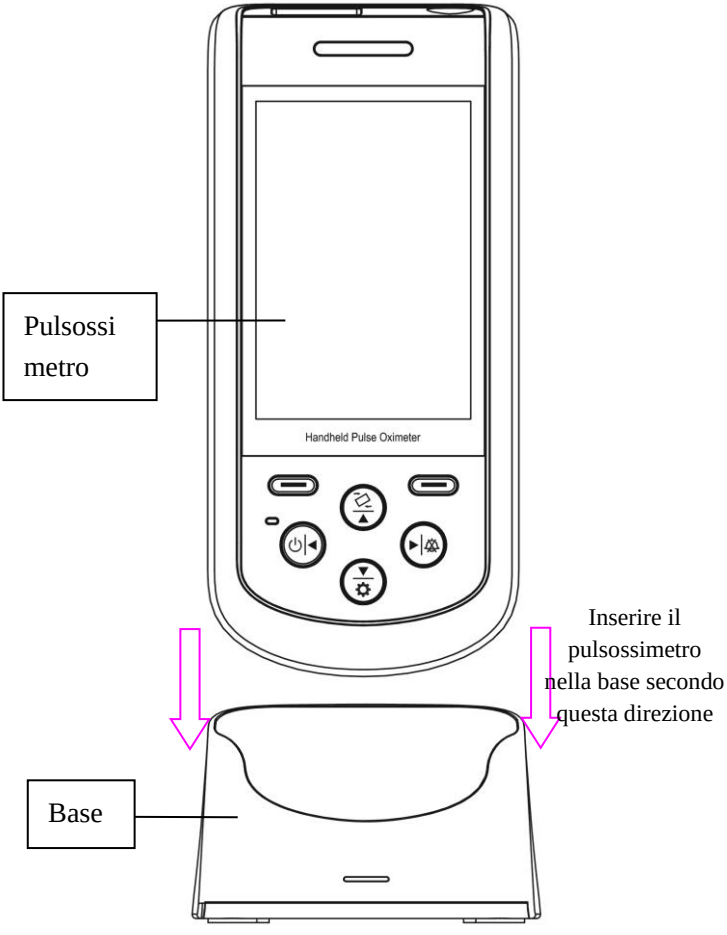

Figura 2.2 Collegamento tra pulsossimetro e base
4) Inserire correttamente il dispositivo nella base, e fare attenzione ai segni di polarità, come mostrato nella figura 2.2.